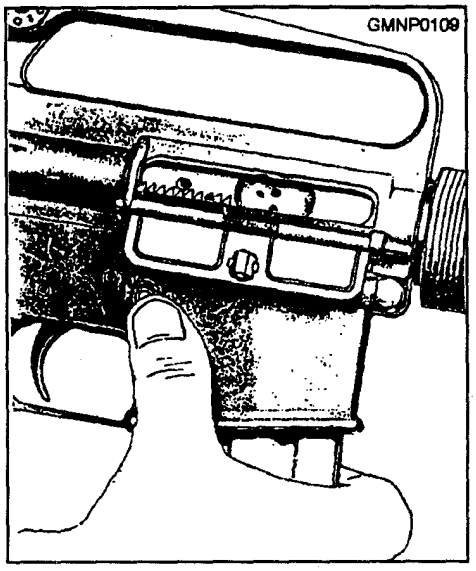

Figure 3-35.—Removing the magazine.
2. Remove the magazine, as shown in figure 3-35. Grasp it with the right hand (fingers curled around the front of the magazine). Place the thumb on the. magazine catch button, apply pressure on the magazine catch button with the thumb, and pull the magazine straight out of the weapon.